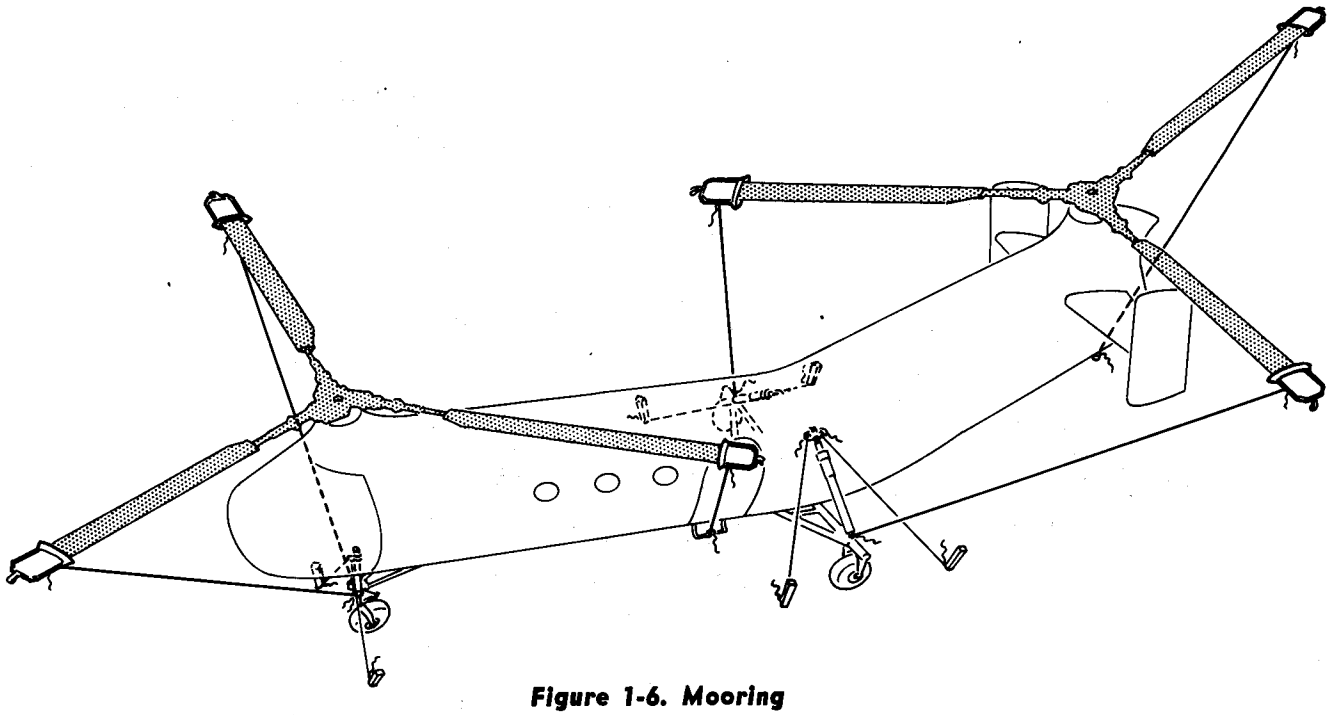
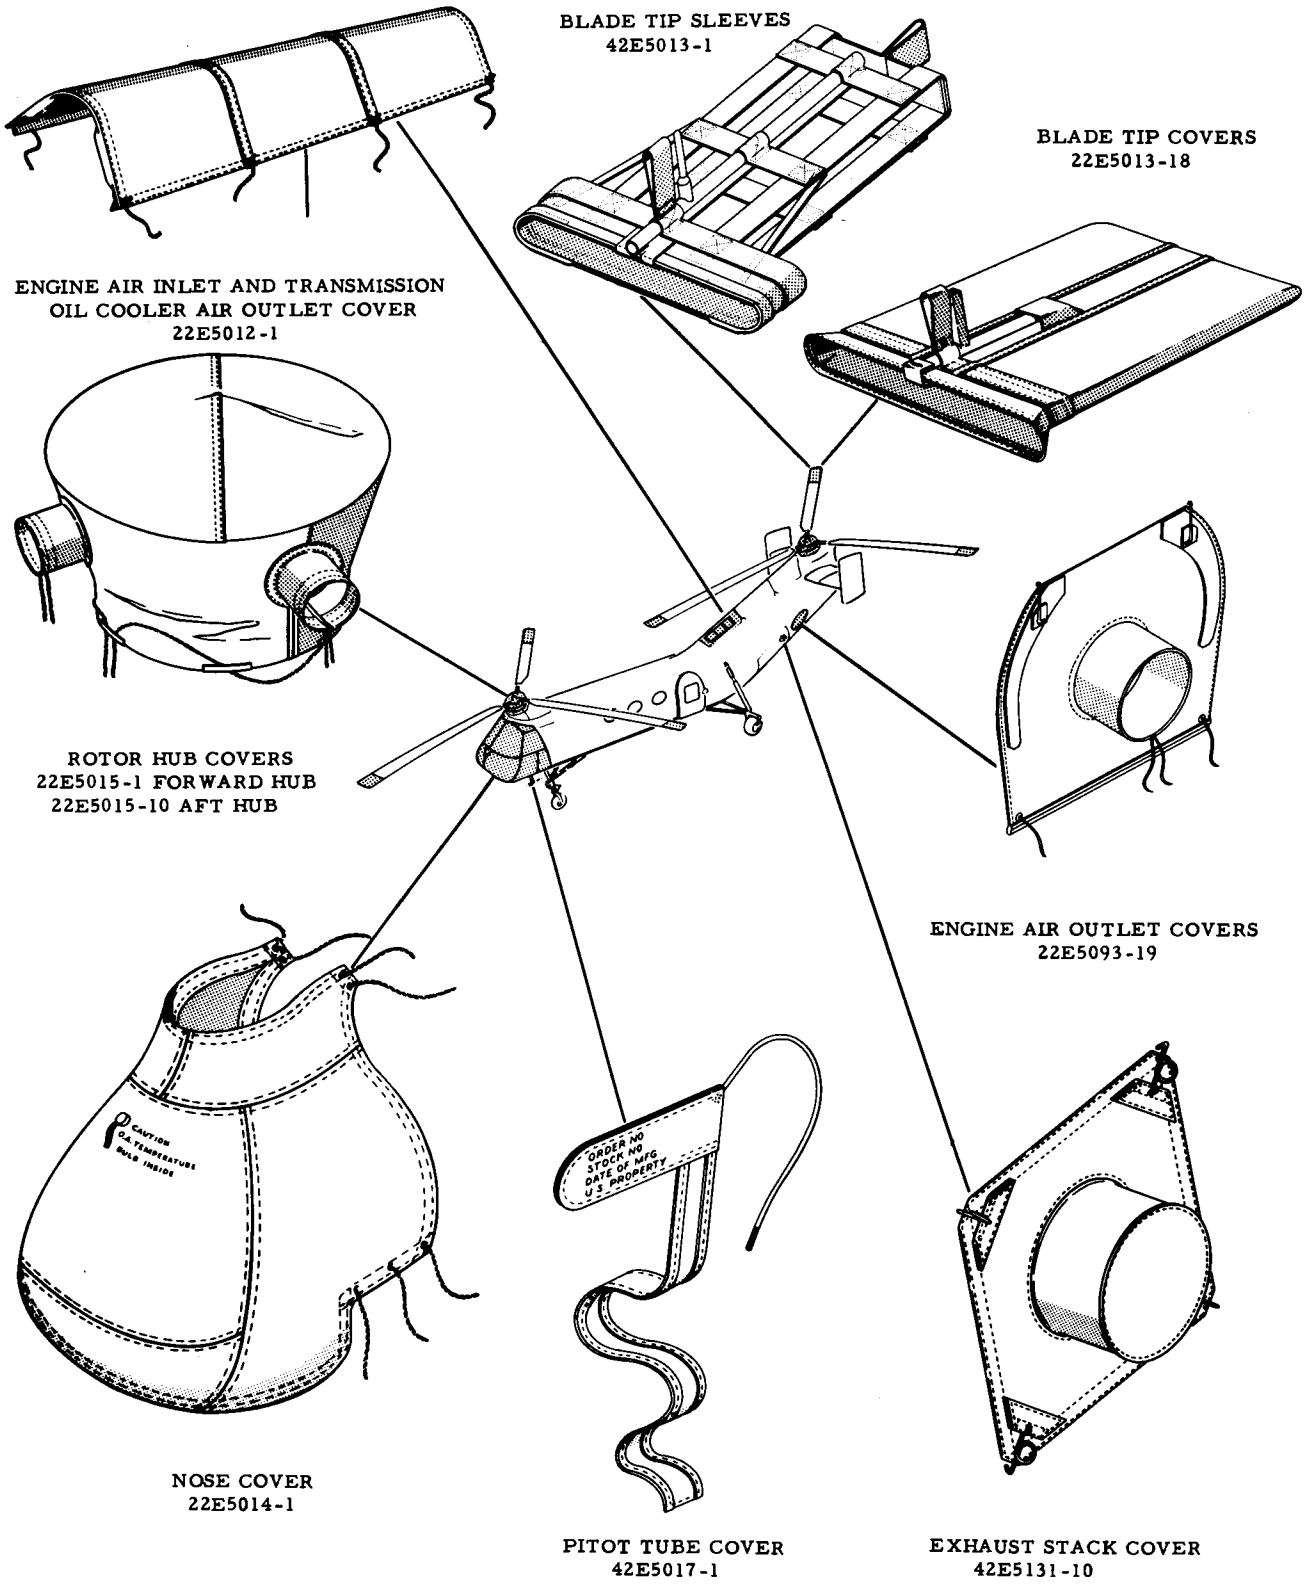

Figure 1-6. Mooring
Figure 1-7. Protective Covers
1-45. BLADE TIE-DOWN. (See figure 1-6.) If the helicopter rotor blades are to be tied down, proceed as outlined in paragraphs 1-46F and 1-46G.
1-46. MOORING. (See figure 1-6.) Three mooring points are provided on the fuselage. Two are located on the main alighting gear at the upper shock strut attachment fittings. The other is located on the nose gear oleo strut. Moor the helicopter as shown in figure 1-6.
1-46F. BLADE TIE-DOWN. (See figure 1-6.) If the rotor blades are to be tied down while the helicopter is parked on firm ground, slip the blade tip covers, shown in figure 1-7, over the blade tips,
d. Tie the two most forward blades of the forward rotor to the nose alighting gear. (See figure 1-6.)
f. Fasten two 1/4-inch aircraft cables and wire rope clips, Stock No. 6700-195150, on each side of the fuselage at the mooring points on the upper shock strut attachment fittings of the main alighting gear. Extend the cables outward, in a slightly fore and aft position, and stake them down on each side of the helicopter to a ground mooring anchor. Use 3000-pound pull ropes or chains, if the cables are not available. (See figure 1-6.)
j. Close the cockpit windows. As climatic conditions dictate, install protective covers as directed in paragraph 1-47. (See figure 1-7.)
1-47. PROTECTIVE COVERS. (See figure 1-7.)